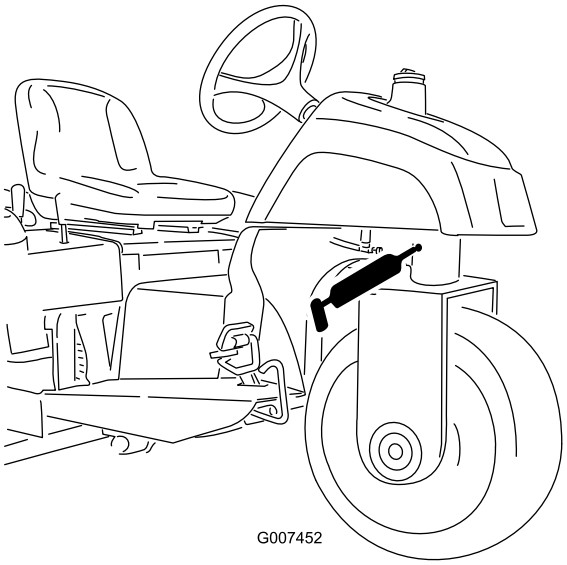

Figuur 25
- Fusee (Figuur 25)
Opmerking: Om vet in de verzonken nippel op de fusee te spuiten (Figuur 25), moet u een verloopstuk op de vetspuit plaatsen. U kunt het verloopstuk bestellen bij een erkende Toro-dealer, Onderdeelnr. 107-1998.